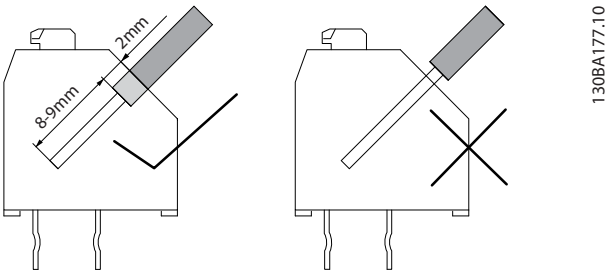

图 11.11 正确的线路插接方式
6. 确保电缆的剥皮部分具有适当的长度（请参阅 *图 11.11*）。